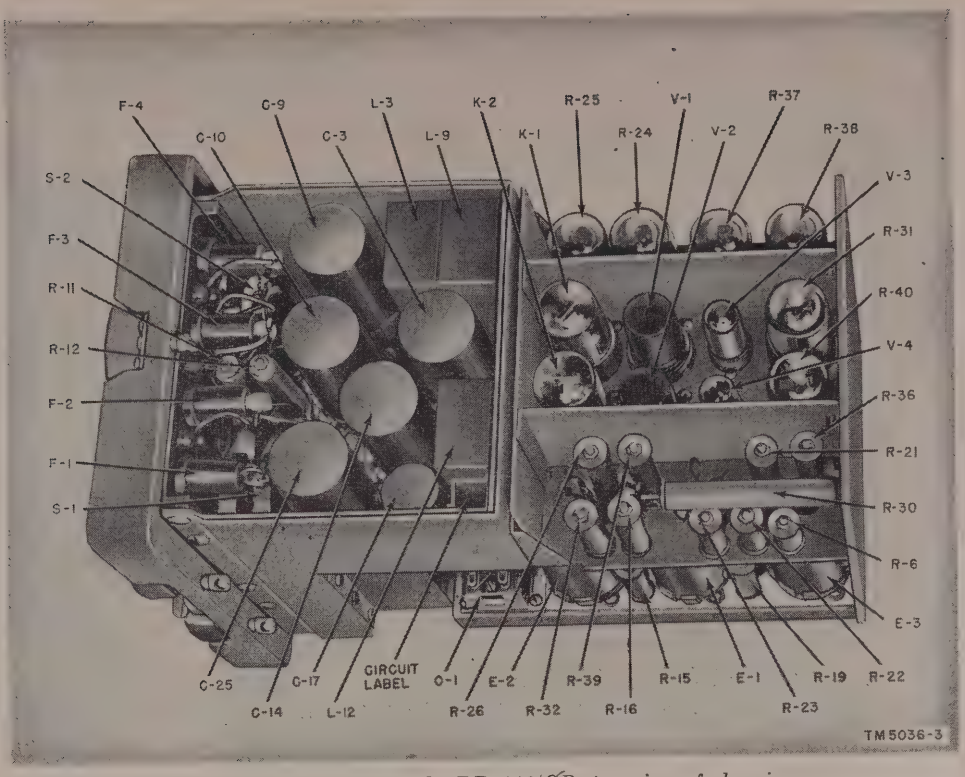

Figure 49. Power Supply PP–112/GR, top view of chassis.
b. Thermal Relays and Ballast Tubes. To gain access to the thermal relays and ballast tubes, it is necessary to remove the panel-chassis assembly from the case (par. 89). All of these parts are accessible from the top of the chassis (figs. 49 and 50). Remove the relays or ballast tubes in the same manner as any standard octal-base tube; with a straight upward pull. Do not rock or jiggle the components in their sockets (note that similarly designated parts are located differently in the 12- and 24-volt supplies).